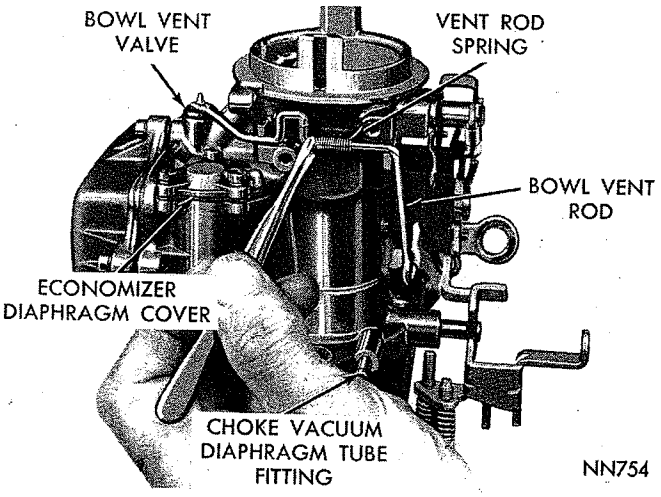
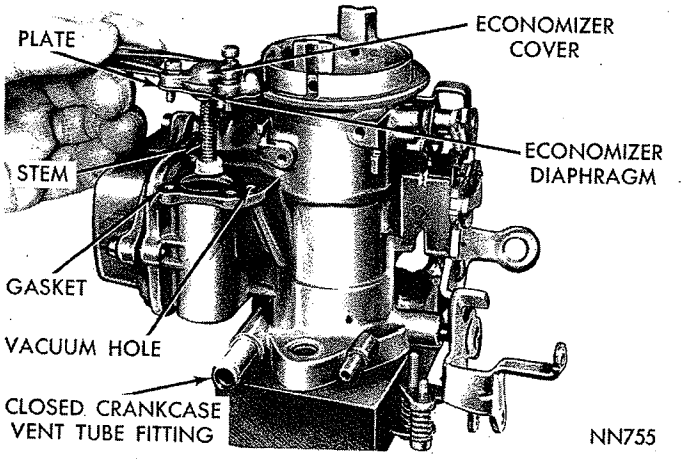

***Fig. 3—Removing or Installing Bowl Vent Rod***
***Fig. 4—Removing or Installing the Economizer***
(4) Remove choke vacuum diaphragm and bracket assembly and place to one side to be cleaned as a special item. **As the vacuum diaphragm bracket is being removed, the bowl vent valve rod and spring will fall out. Refer to (Fig. 3).**
(5) Using a 5/8" wrench, remove the fuel inlet needle valve and seat.
(6) Remove economizer retaining screws, then lift economizer cover, diaphragm and stem out of carburetor, as shown in (Fig. 4).
(1) Slide economizer diaphragm and stem assembly into position, making sure the vacuum holes are aligned and that stem is on power valve. Refer to (Fig. 4). Install cover and retaining screws. Tighten screws securely.
(2) Slide baffle into position in fuel bowl, now, place fuel bowl gasket on the cover. Place fuel bowl in position, install screws and washers and tighten alternately. (Be sure gasket is sealed in recess section of main body. Tighten the screws gently so as to compress only lock-washers. (Screws drawn down too tightly could distort the fuel bowl and cause a leak.)